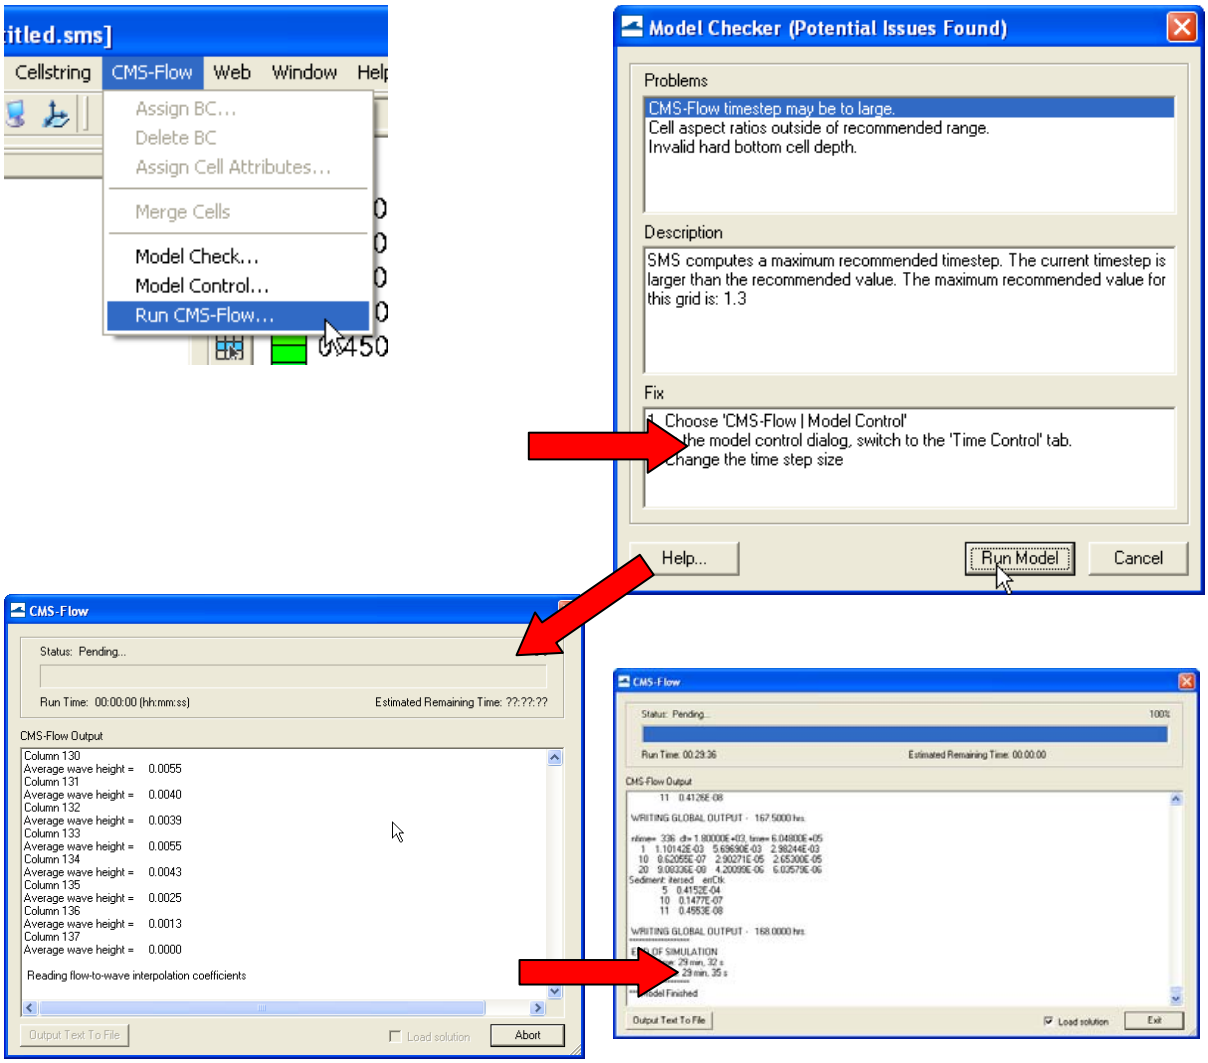

Figure 40. Examples of visualizing a polygon in 3-D.
- Start Steering Module to run the CMS (see Figure 40)